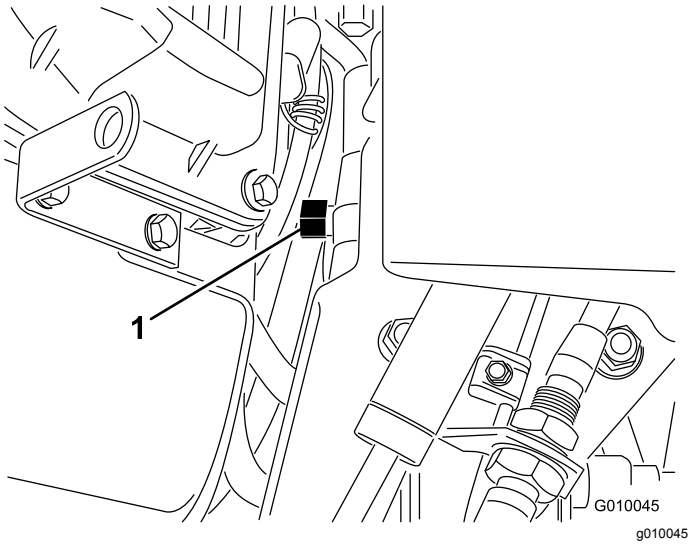

Figur 31
2. Finn omløpsventilen mellom motoren og den hydrostatisk pumpen (Figur 31).
3. Bruk en 5/8-tommes skrunøkkel og roter omløpsventilen én omdreining mot klokken. Dette gjør at hydraulikkvæsken kan gå utenom pumpen, og at hjulene kan rulle (Figur 31).
5. Drei omløpsventilen én gang med klokken for å bruke maskinen igjen (Figur 31).